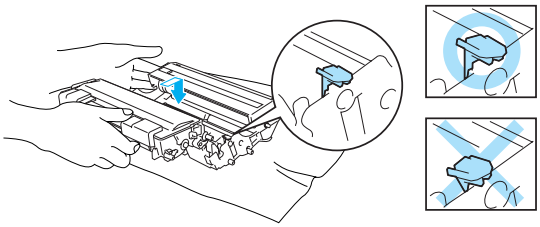

Fig. 5-13
- *Make sure that the wire cleaner on the drum unit is returned to the home position (◢ mark position) before re-installing the drum unit into the printer, or printed pages may have vertical stripes. (Refer to Fig. 5-13.)*